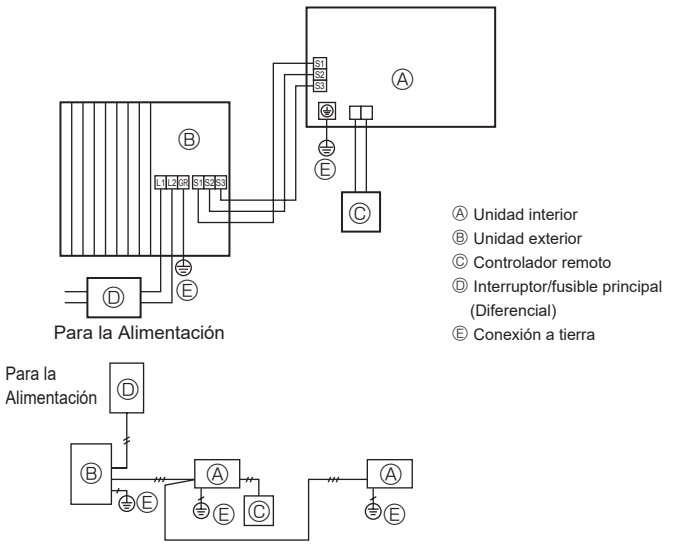

Fig. 6-1
6.1. Unidad exterior (Fig. 6-1, Fig. 6-2)
① Extraiga el panel de servicio.
② Tienda los cables de acuerdo con la Fig. 6-1 y Fig. 6-2.